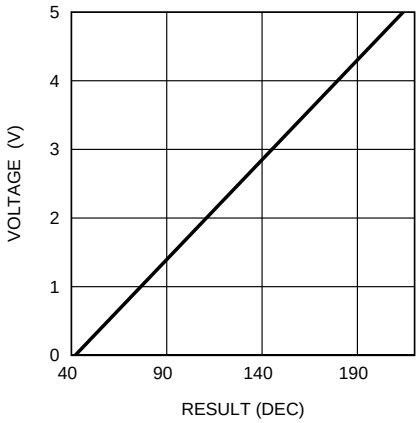

Figure 24. LED Test Results vs Measured Voltage
- This is used to store the LED test result. Read-only register. LED test ADC's least significant bit corresponds to 30 mV. The measured voltage V (typical) is calculated as follows: V = (RESULT(DEC) × 0.03 – 1.478 V. For example, if the result is 10100110 = 166(DEC), the measured voltage is 3.5 V (typical). See Figure 24.